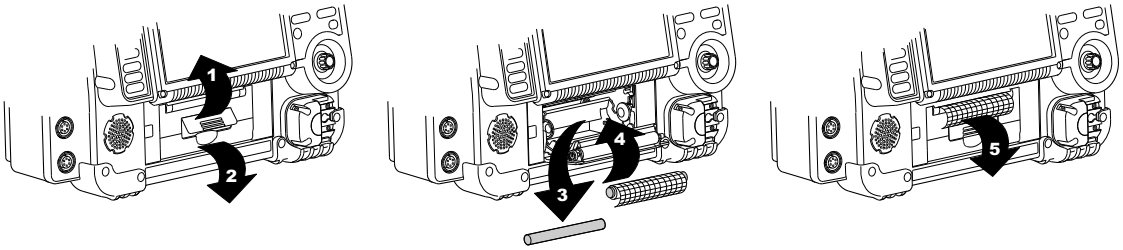

Abbildung 9-1 Einlegen von Papier
1. Zum Öffnen die Druckertür an der Klinke nach oben ziehen (siehe Abbildung 9-1).